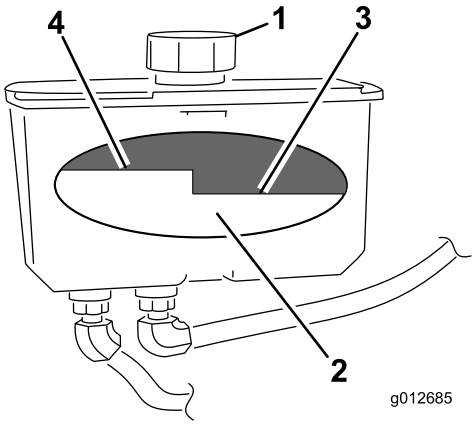

Figur 74
4. Rengjør rundt lokket og påfyllingshalsen på den hydrauliske tanken (Figur 74).
5. Ta lokket av påfyllingshalsen. Se på innsiden for å kontrollere oljenivået i beholderen. (Figur 74).
Merk: Oljenivået skal nå til toppen av nivået ”hot” på skjermen når væsken er varm (Figur 74).